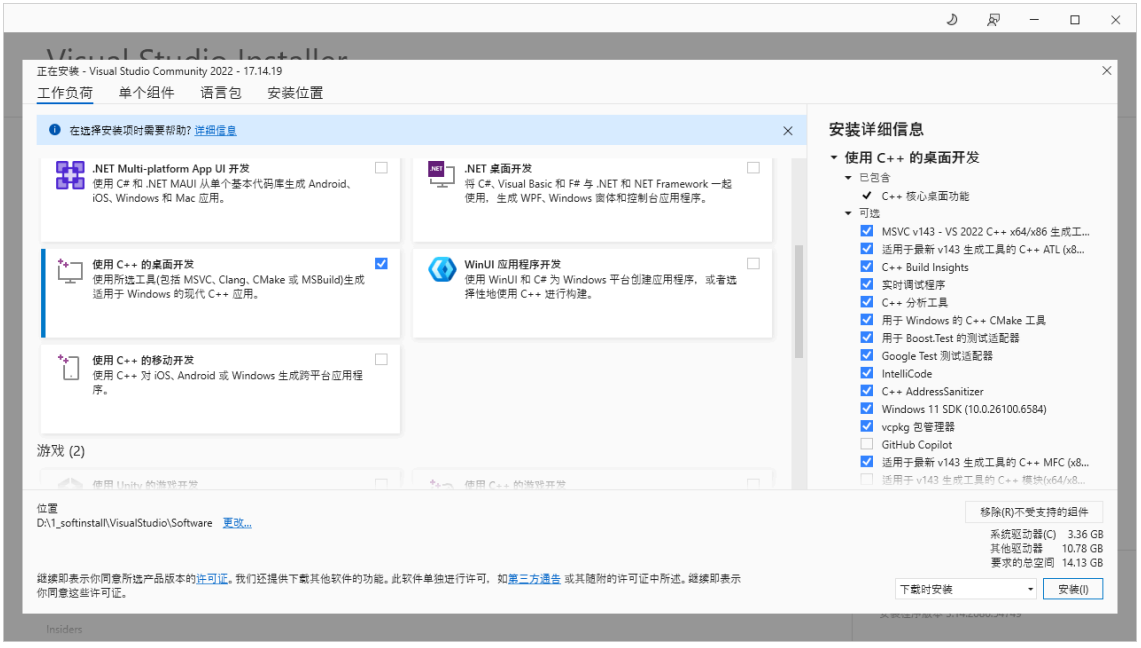

图 1-8 PCBA桌面应用工具开发环境
- 安装软件开发环境 VS2022（勾选使用默认C++桌面开发，并且注意需要勾选`v143` 生成工具的 `C++ MFC` 工具），如下图1-8所示。
以 SD 卡测试项为例，如下图1-8。